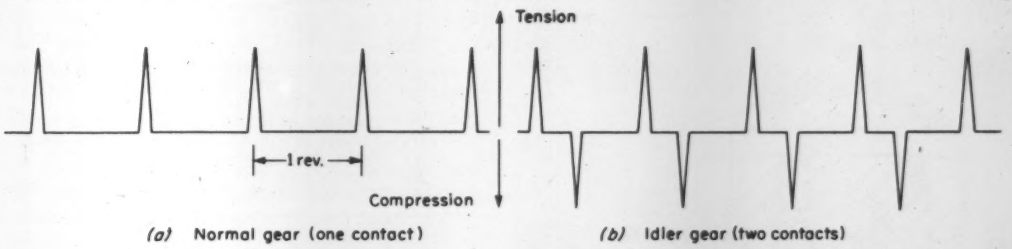

Fig. 6—Above—Stress per revolution at any one tooth fillet.
Stresses: In an ordinary gear, the large tensile stress at the critical fillet at the base of the tooth occurs once per revolution, Fig. 6*a*. This stressing is a sudden peak lasting only a fraction of each cycle, and does not follow the sinusoidal stressing of the usual fatigue testing machine. However, the rest periods do not change the allowable stresses appreciably from testing machine results. Also, there are kinetic effects for which specific formulas have been developed (Buckingham).
In an idler gear, there are twice as many stressings per revolution—once for each contact. However, these stressings are on opposite sides of the tooth. Hence, any one tooth fillet has alternate tensile and compressive stresses, Fig. 6*b*. Strict application of the Goodman repeated-stress diagram should call for half as large an allowable stress. This large reduction in allowable stresses does not occur because (1) the compressive stresses are less destructive, and (2) one of the mating gears is usually larger, reducing the bending and Hertz stress at this point. Experience indicates that an idler gear should have 10 to 20 per cent lower allowable bending stress to give the same life with the same materials. Allowable Hertz pressures need not be changed at all because they occur on opposite sides of the gear tooth.